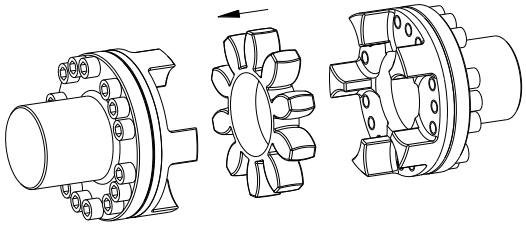

Рис. 24: Монтаж зубчатого венца
- Вставьте зубчатый венец или DZ-элементы в зону кулачков поводкового фланца ведущей или ведомой тороны (см. рис. 24).